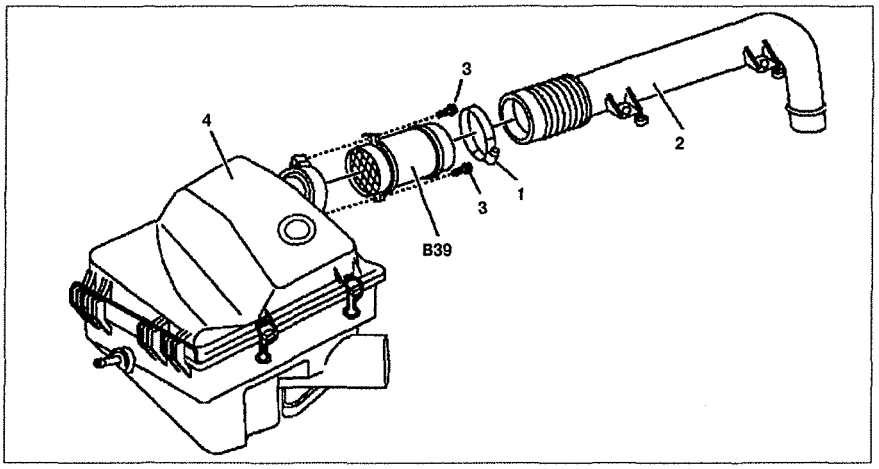

Рис. 5.57. Расходомер воздуха:
1. Отсоедините разъем проводки от расходомера **B39** (см.рис.5.57).